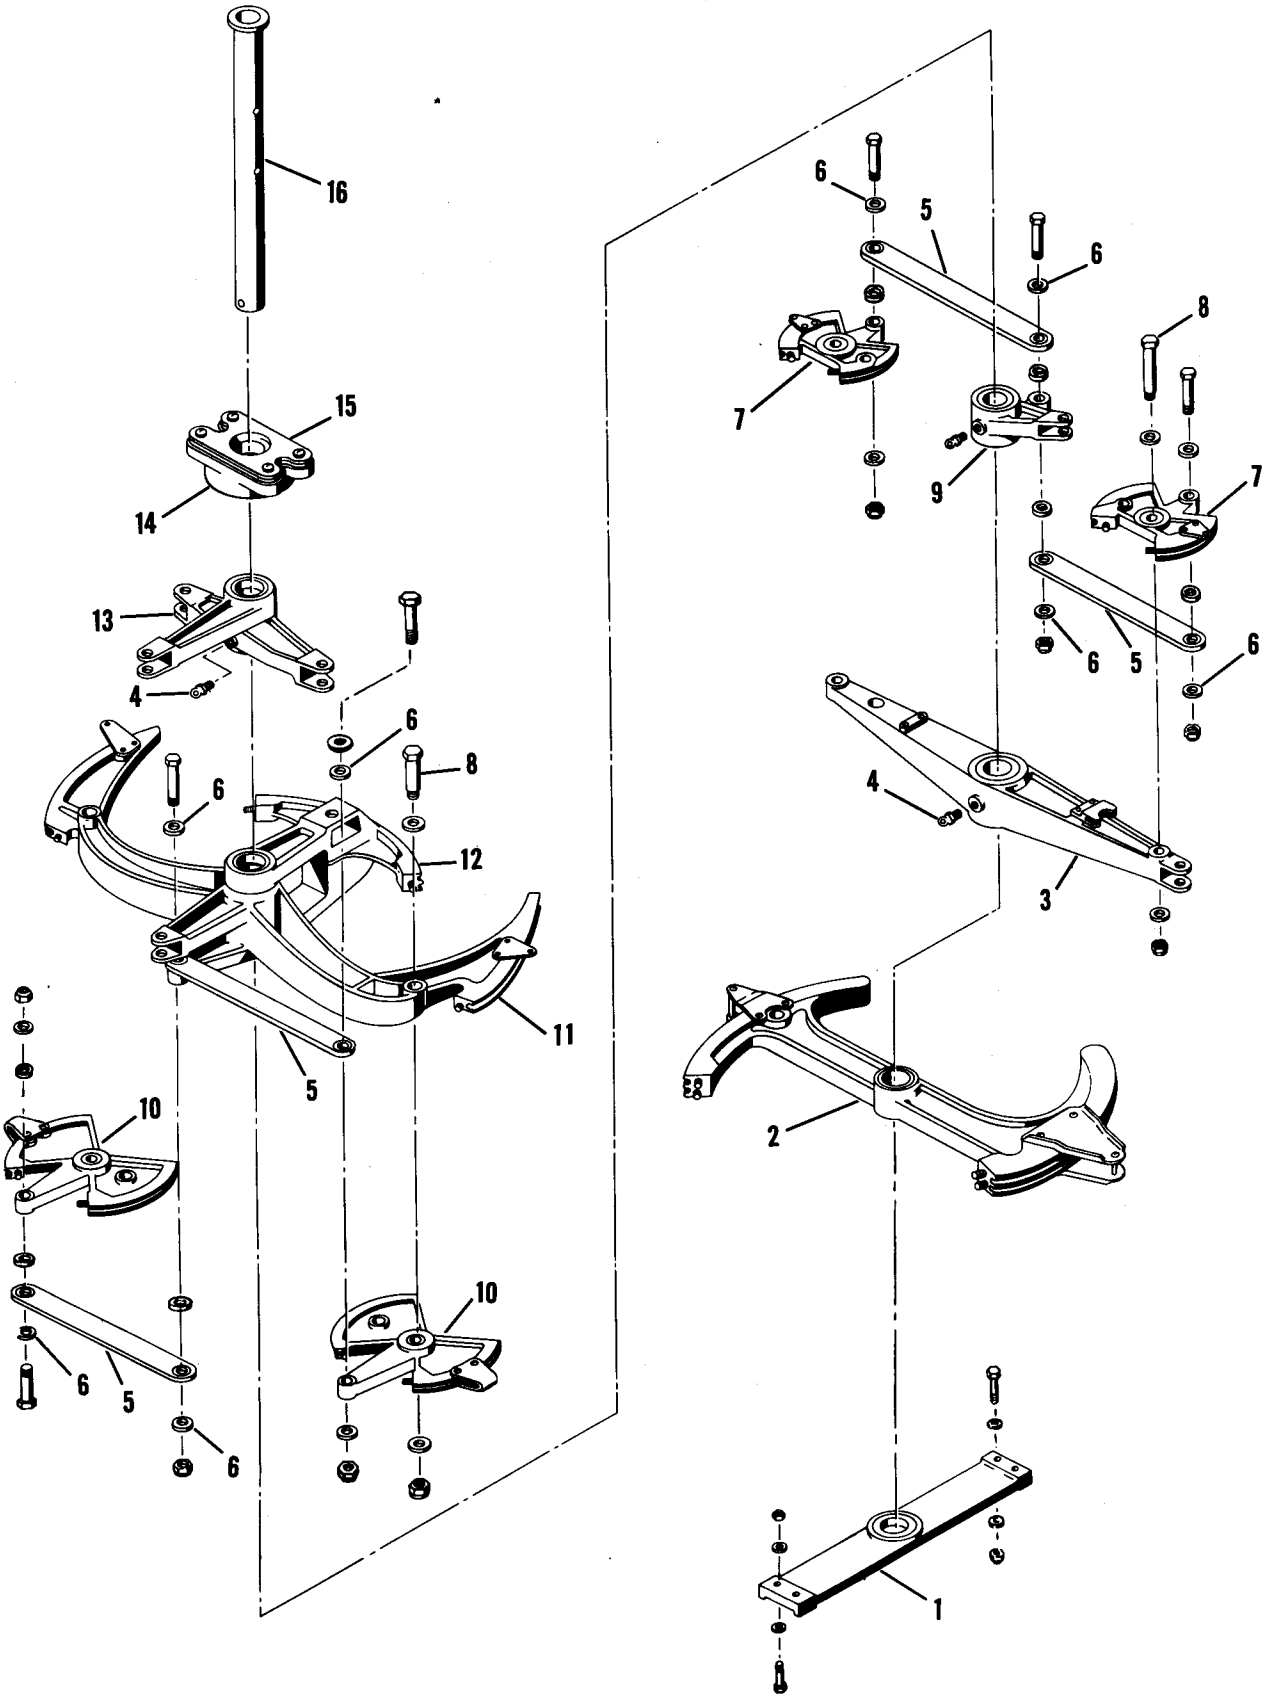

Figure 2-17A. Lower Differential Flight Controls—H-21B, H-21C
NOMENCLATURE KEY FOR FIGURE 2-17A
g. Disassemble the walking beam assembly by removing the shoulder bolts (9) and the bolts which attach the links (12) to the lever (39) and lateral quadrants (40).
h. The lateral control units of the H-21B and H-21C helicopters differ from those of the YH-21 and H-21A helicopters in that the two levers (34 and 39) have been replaced by a directional control quadrant (12, figure 2-17A). To remove this quadrant, remove the two taper pins and slide it from the shaft. The lateral walking beam assembly (11) will come off with the quadrant.
i. The lateral control units of the H-21B and H-21C helicopters are assembled the same as outlined for the YH-21 and H-21A helicopters except that the walking beam (11, figure 2-17A) is positioned between the arms of the directional control quadrant (12) before sliding the units onto the shaft(16).